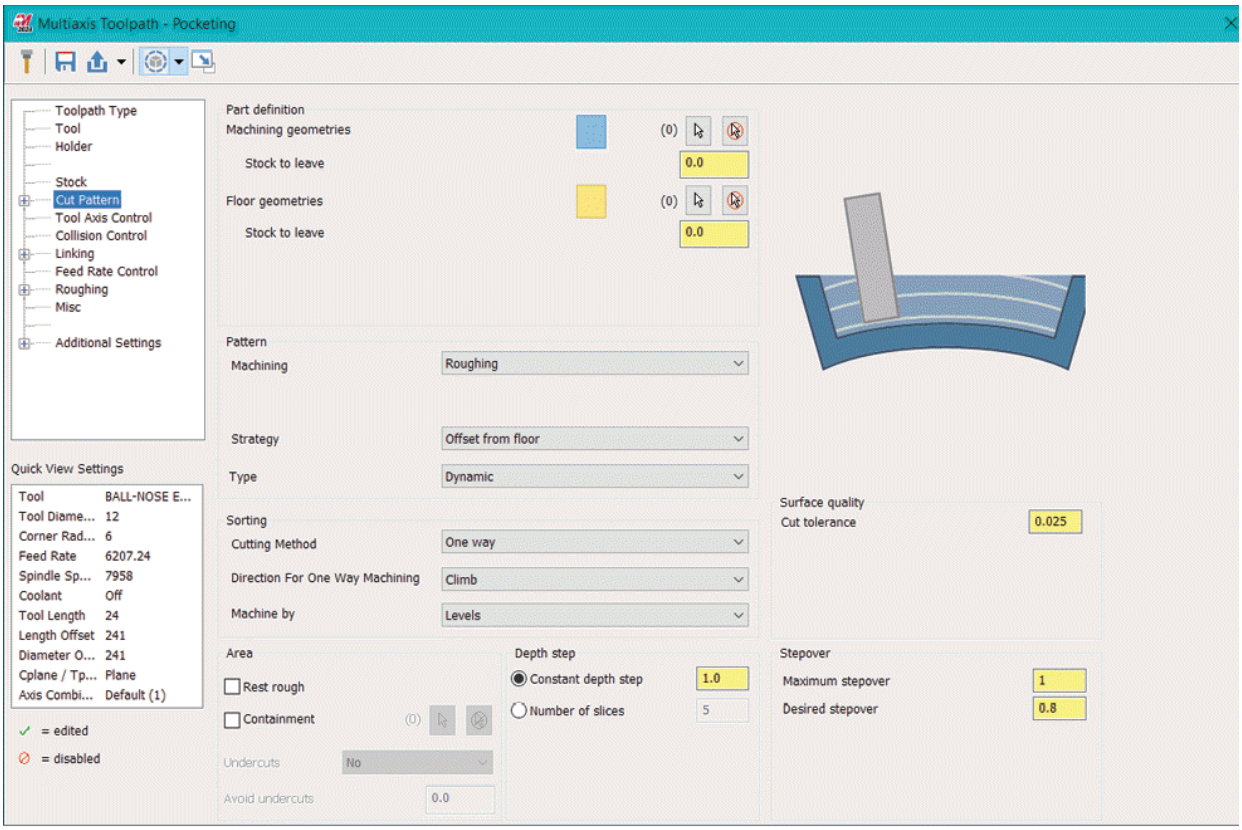

Figure-47. Multiaxis Toolpath-Pocketing dialog box
- Click on the **Pocketing** tool from the expanded **Multiaxis** panel of **Toolpaths** tab in the **Ribbon**. The **Multiaxis Toolpath - Pocketing** dialog box will be displayed; refer to Figure-47.